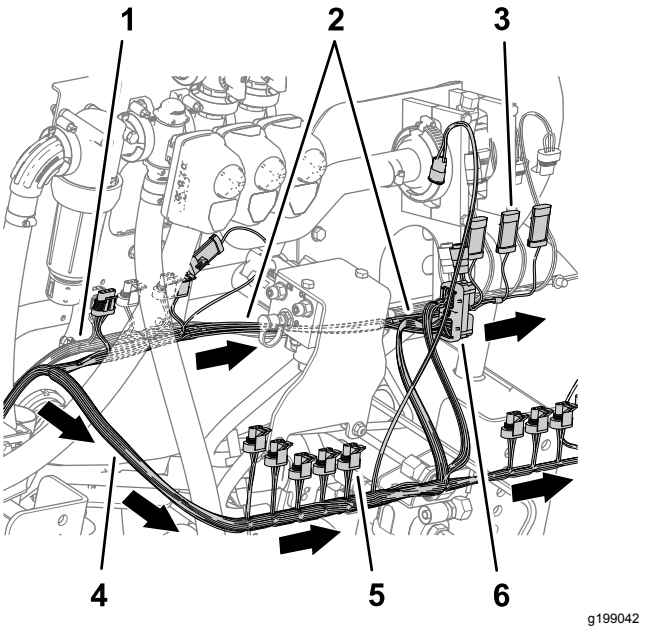

Figuur 83
7. Leid achteraan de machine de aftakking van de kabelboom van 89 cm langs de voorzijde van het hefverdeelstuk en naar de rechterkant van de vloeistofstroommeter; zie Figuur 83.
8. Leid de kabelboomaftakking van 102 cm langs de achterzijde van het hefverdeelstuk en naar rechts; zie Figuur 83.